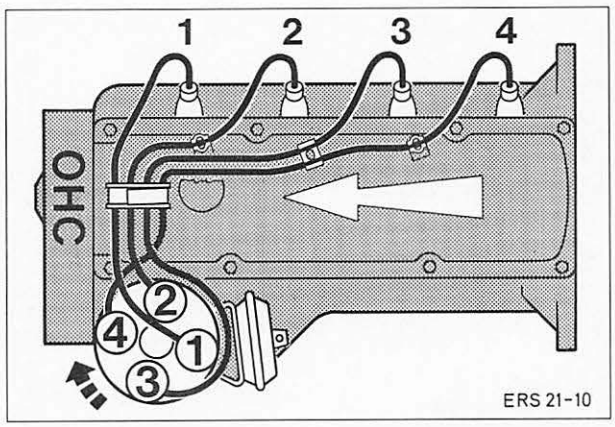

Abb. 25 Zündkabelanordnung (Zündfolge) „B“-Motor
2. Prüfgerät entlüften, Diagrammblatt auf nächsten Zylinder einstellen und den Vorgang wie unter Punkt 1 für alle folgenden Zylinder wiederholen. Zündkerzen einschrauben und Zündkabel aufstecken, Abb. 25 und 26.